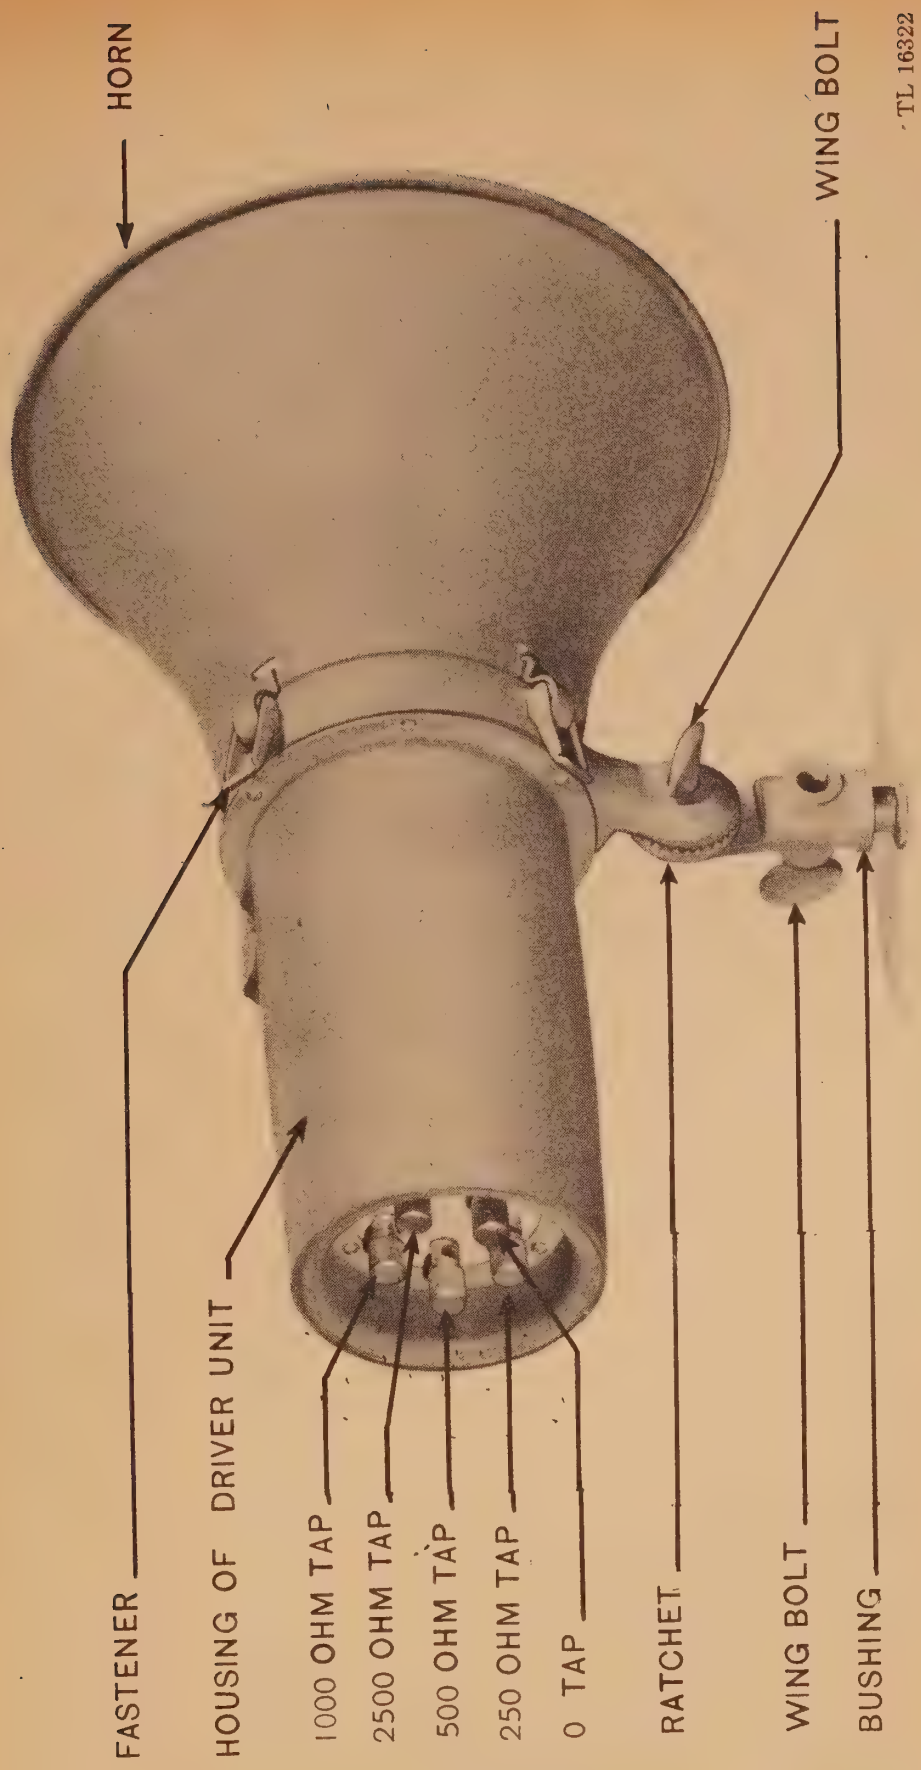

Figure 10. Loudspeaker LS-104/TIQ-3.
n. Loudspeakers LS-104/TIQ-3 (fig. 10). (1) SPEAKER HORN. The speaker horn is of the reflex type. In this type of horn, the sound travels back and forth three times before leaving the horn, thereby providing the same efficiency as a nonreflex type of horn several times its length. By means of four clasp fasteners, the bell of the horn is attached to the frame that holds the horn, the driver unit, the transformer box, and the terminal strip. The horn of the speaker is, therefore, removable and permits the nesting of four horns for storing in Case CY-96/TIQ-3.
(2) SPEAKER DRIVER UNIT. The driver unit is the motive power of the loudspeaker. It converts the electrical energy received from the amplifier and control unit into audible sound. It also acts as a microphone and converts acoustical energy into electrical energy when the intercommunication feature of the system is used. The driver unit is blastproof.
i. To assemble Loudspeaker LS–104/TIQ–3, insert the rim of the small end of the speaker horn into the throat of the speaker driver unit (figs. 10 and 12). Place the catches of the four catch-fasteners opposite the slots in the speaker horn rim. Insert all four catches before pressing down the fasteners. Loosen the wingbolt securing the ratchet on the frame of the speaker, and place the bushing at a right angle to the speaker body. Then, tighten the wingbolt.
a. Loosen the screw on the back plate of Loudspeaker LS–104/TIQ–3 housing unit (fig. 10) and turn the plate to expose terminal board E–15.